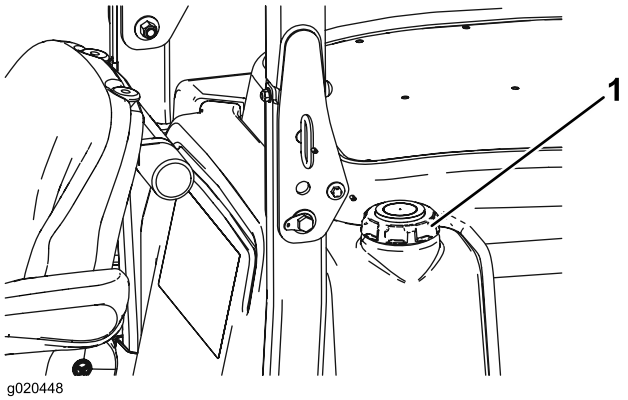

Рисунок 12
3. Снимите крышку топливного бака (Рисунок 12).